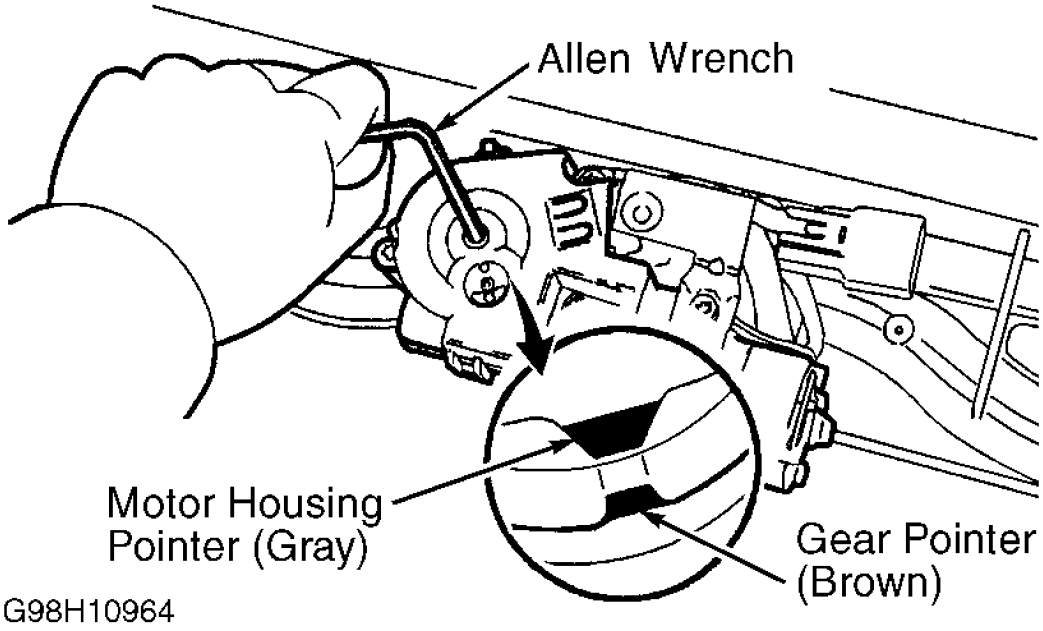

Fig. 36: Aligning Sun Roof Drive Gear (Camry - USA Built)
1. To reassemble, apply seal packing to drain cap. Align rear roof drip channel with roof drip channel guide hook. Prior to installing drive motor, use an Allen wrench and align motor housing pointer to gear pointer. See **Fig. 36** .